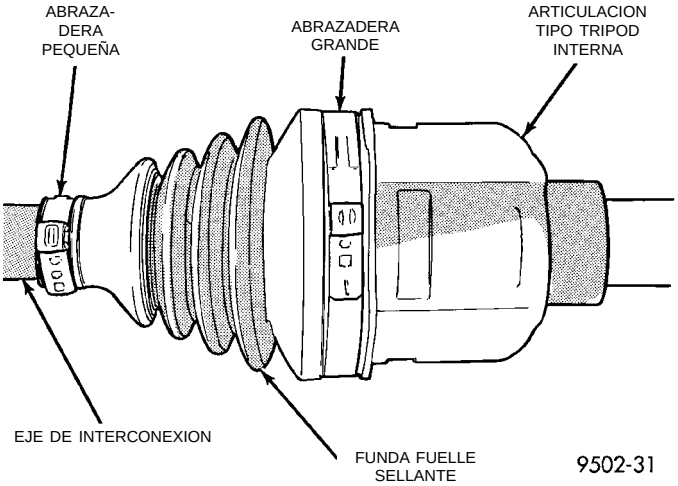

Fig. 26 Abrazaderas de la funda fuelle sellante de la articulación tipo Tripod interna
(1) Retire del vehículo el eje de transmisión cuya funda fuelle se deba reemplazar. Para informarse sobre el procedimiento apropiado de desmontaje del eje de transmisión, consulte Servicio del eje de transmisión en esta sección.
(2) Retire la abrazadera grande que sujeta la funda fuelle sellante de la articulación de tipo Tripod interna al cuerpo de la articulación de tipo Tripod (Fig. 26) y deséchela. Luego retire la abrazadera pequeña, que sujeta la funda fuelle sellante de la articulación de tipo Tripod al eje de interconexión y deséchela. Retire la funda fuelle sellante del cuerpo de articulación de tipo Tripod y deslícela por el eje de interconexión.